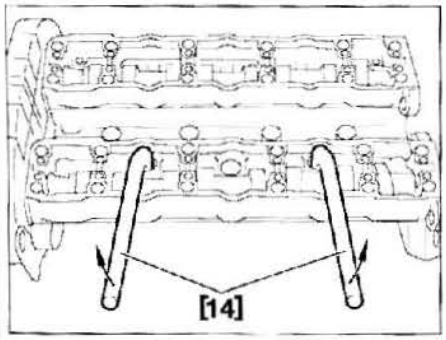

FIG. 27
• Bascular y despegar la culata con las palancas [14] (ref. 149-T) (**Fig.27**).